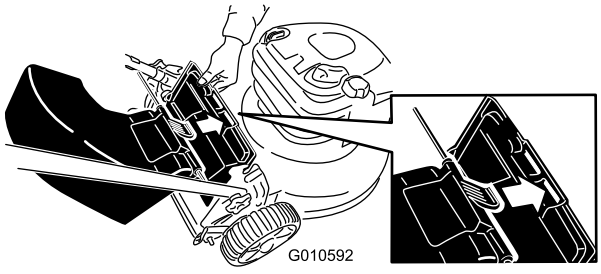

Figuur 17
3. Steek het lipje op de afvoergeleider in de sleuf aan de rechterzijde in de afvoergeleider (Figuur 17).